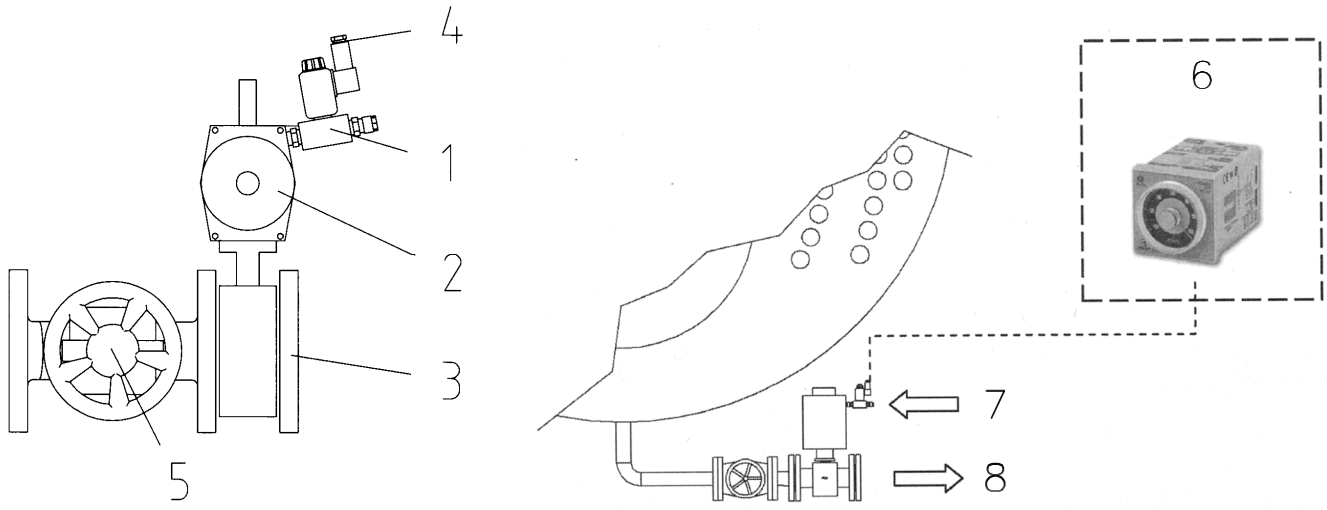

Рис. 2
2.2 АВТОМАТИЧЕСКАЯ ПРОДУВКА ДЛЯ ПАРОВЫХ КОТЛОВ МОДЕЛИ AX (SIXEN) И GX (Рис. 2)